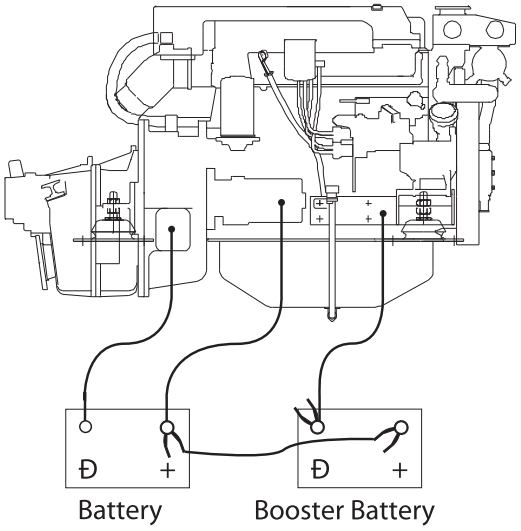

Figure 15. *Booster Battery Connections*
3. First, connect positive (+) terminal of booster battery to positive (+) terminal of main battery. Then, connect negative (-) terminal of booster battery to ground on the engine block (see Figure 15).